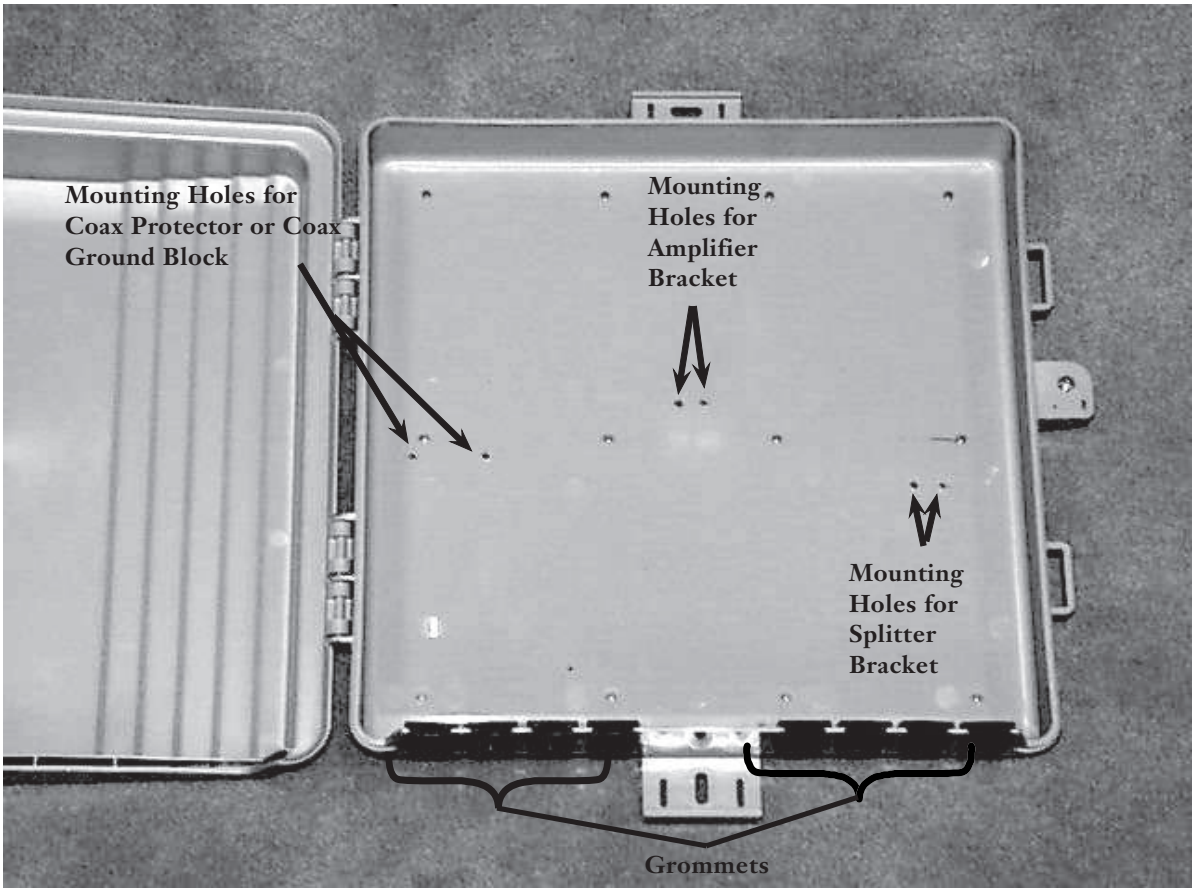
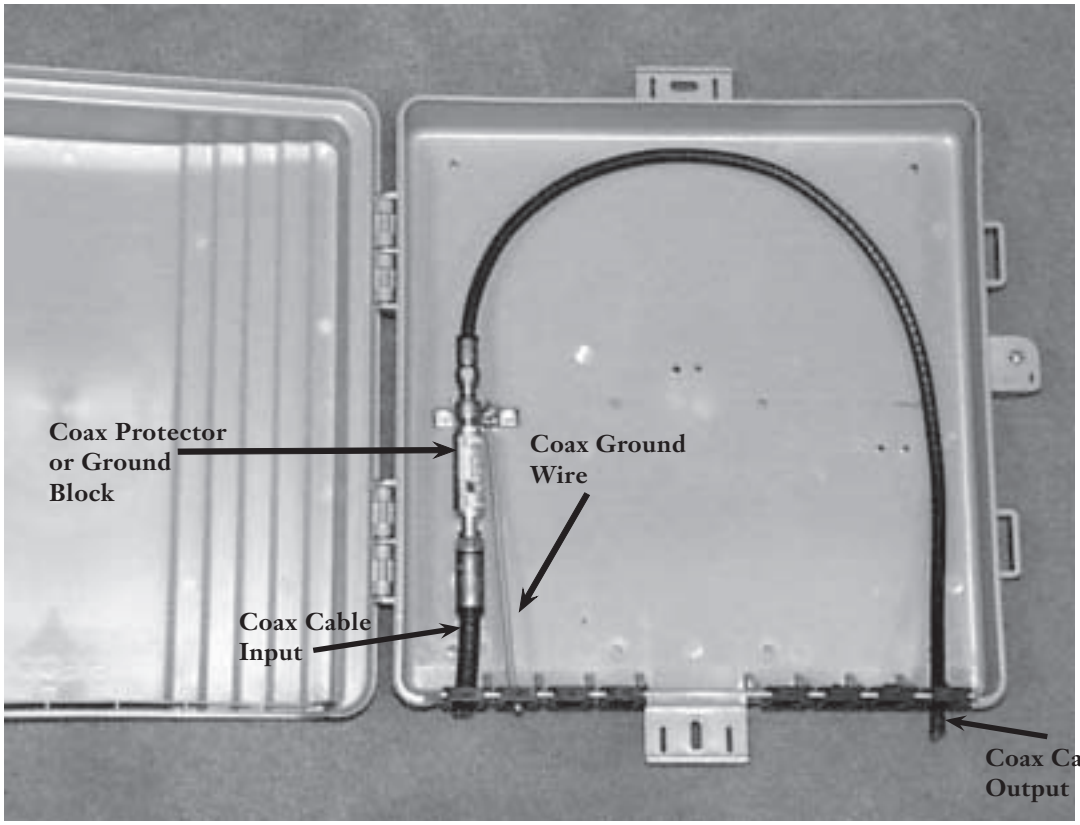
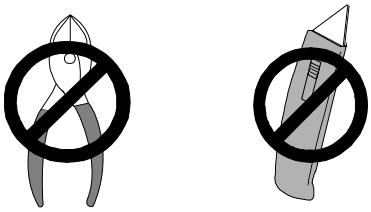

Figure 1
Figure 3
Figure 4
4.1 Locate the mounting holes indicated in Figure 1 for mounting the coax protector or coax ground block to the backplate.
4.2 Mount the coax protector or coax ground block to the backplate as shown in Figure 3.
5.1 Remove the appropriate entrance grommet at the bottom of the unit (Figure 1) for routing incoming coax cable to the coax protector or coax ground block. The grommet is designed to provide a watertight seal around the coax cable. Use a pair of needle-nose pliers or a pencil point to punch a hole in the grommet (Figure 4).
5.2 Thread incoming coax cable through the entrance grommet hole. Remove the protective rubber cap from the end of the coax protector. Terminate the coax cable to the coax protector or coax ground block as shown in Figure 3.
Remove the appropriate grommet located at the bottom of the unit (Figure 1). The grommet is designed to provide a watertight seal around the coax cable. Punch a small hole in the grommet using a pair of needle-nose pliers or a pencil point. Thread the subscriber coax cable through the entrance grommet hole. Terminate the coax cable to the opposite end of the coax protector or ground block as shown in Figure 3. Be sure to reseat the grommet into the base once the cable has been terminated.
7.2 Mount the coax splitter bracket to the backplate in the holes indicated in Figure 1 using two #6-19x$^{3}/_{8}$ thread-forming screws.
7.5 Remove the appropriate grommet located at the bottom of the unit (Figure 1). The grommet is designed to provide a watertight seal around the cables.
8.2 Mount the amplifier bracket to the backplate in the mounting holes indicated in Figure 1 using two #6-19x$^{3}/_{8}$ thread-forming screws.
9.1 Remove the appropriate grommet located at the bottom right of the unit (Figure 1). The grommet is designed to provide a watertight seal around the cables.